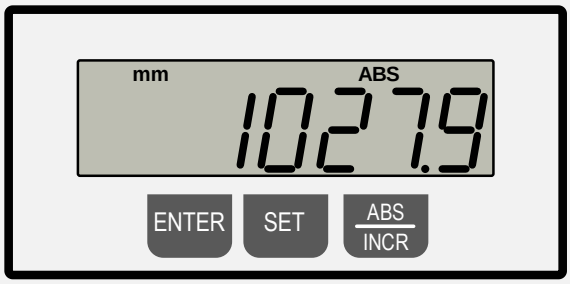

Abbildung 62: Anzeige abweichend vom Referenzmaß
- Beide Tasten los lassen und den Anschlag von Hand verschieben, bis die Anschlagklappe das Skalenmaß **1000,0 mm auf dem Lineal exakt erreicht hat**. In diesem Beispiel erscheint eine abweichende Digitalanzeige von 1027,9 mm (siehe ⇨ Abbildung 62).